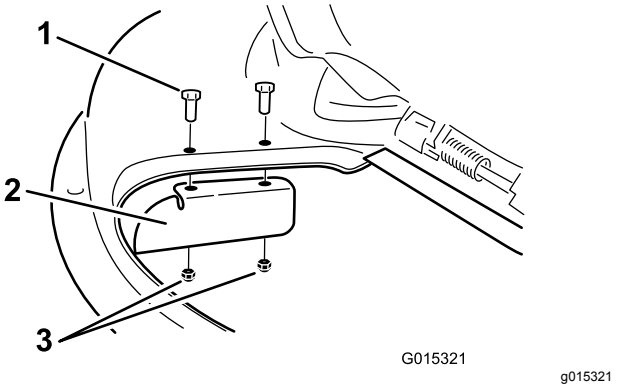

Figur 28
9. Monter en kantskjerm på klippeenheten Figur 28.
3. Fjern kantskjermen fra klippeenheten (Figur 28).